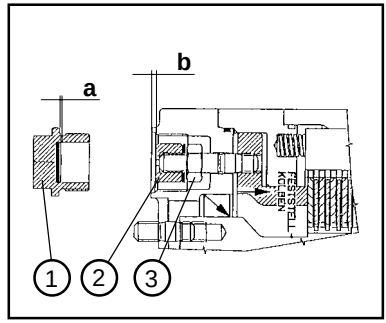

Figure 7-4
(2) sur le frein de pont avant (figure 7-4):